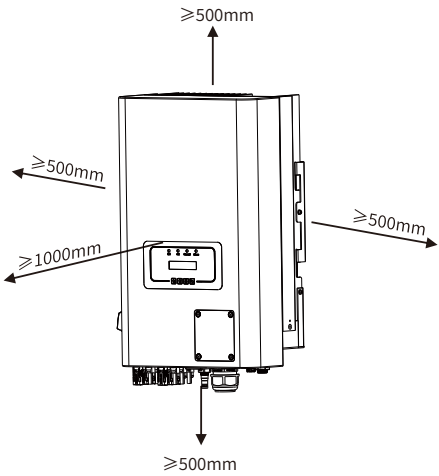

Figura 4.3 Lacuna de instalação
- E dois inversores adjacentes também estão separados por pelo menos 500 mm. E deve instalar o inversor em local onde as crianças não possam tocar. Por favor veja a figura 4.3.